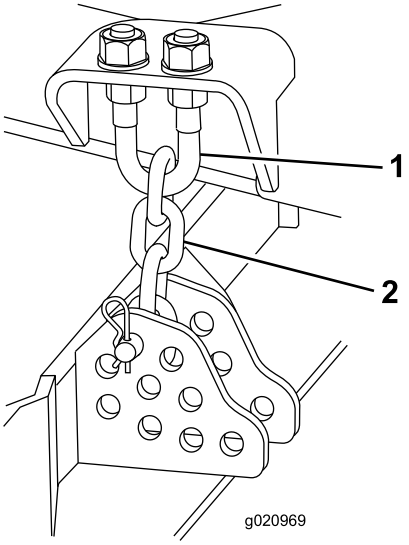

Figuur 73
3. Verwijder de R-pen en de gaffelpen waarmee de maaihoogtekettingen zijn bevestigd aan de achterkant van het maaidek (Figuur 73).